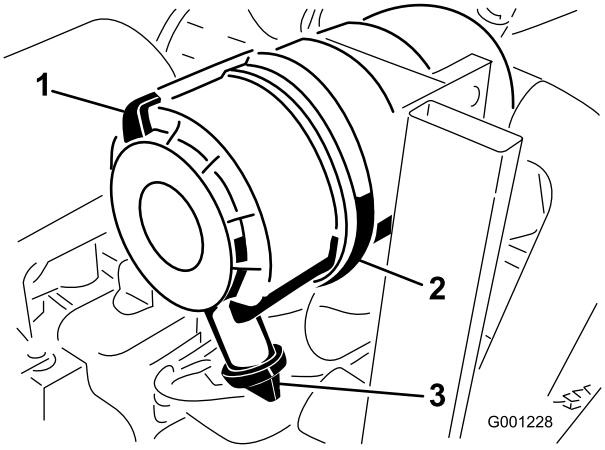

**Figuur 47**
1. Trek de vergrendeling naar buiten en draai het luchtfilterdeksel linksom (Figuur 47).
2. Verwijder het deksel van het luchtfilterhuis (Figuur 47).
8. Monteer het deksel met de rubberen uitlaatklep naar beneden gericht – in een positie tussen ongeveer 5:00 tot 7:00 uur, gezien vanaf het uiteinde (Figuur 47).